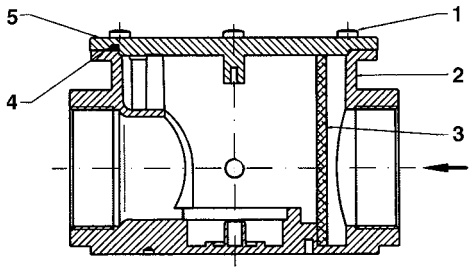
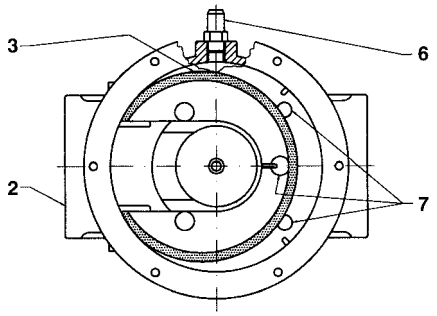

Рис. 25b
Рис. 25c - Вид сверху без крышки
С резьбовым соединением - Рис. 25b и Рис. 25c
После того, как вы убедитесь, что внутри фильтра нет газа, снимите крышку (5) отвинтите крепёжные винты (1). Снимите фильтровальный патрон (3), промойте его водой с мылом, продуйте сжатым воздухом (или замените его при необходимости) и установите его на прежнее место, проверив, что он расположен между соответствующими штифтами (7), контролируя, чтобы не было препятствий для установки крышки (5). Затем установите крышку (5), следя, чтобы кольцо-прокладка (4 на Рис. 25b) было установлено в соответствующий паз.
Описание (Рис. 25b - Рис. 25c)